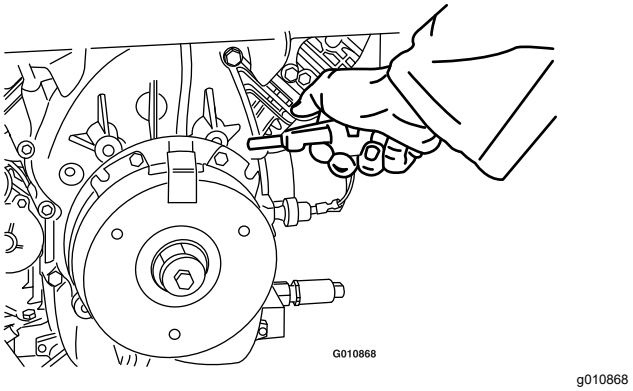

**Figur 77**
3. Brug en luftkompressor til at blæse snavs ud under bremsestangen og omkring bremseafstandsbøsningerne (Figur 77).